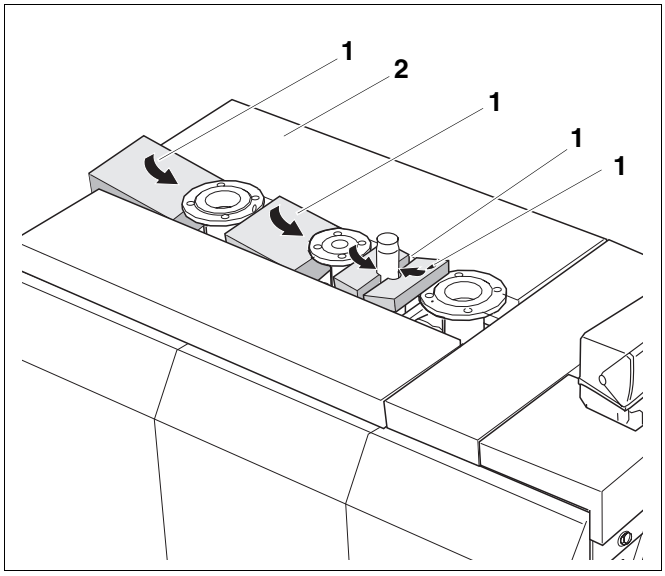

Rys. 41 Montaż elementów wkładanych
Należy uwzględnić szerokość elementów wkładanych (rys. 41, **poz. 1**), które powinny się zmieścić między bocznymi pokrywami kotła.
- Umieścić elementy wkładane (rys. 41, **poz. 1**) pomiędzy bocznymi pokrywami kotła (rys. 41, **poz. 2**).